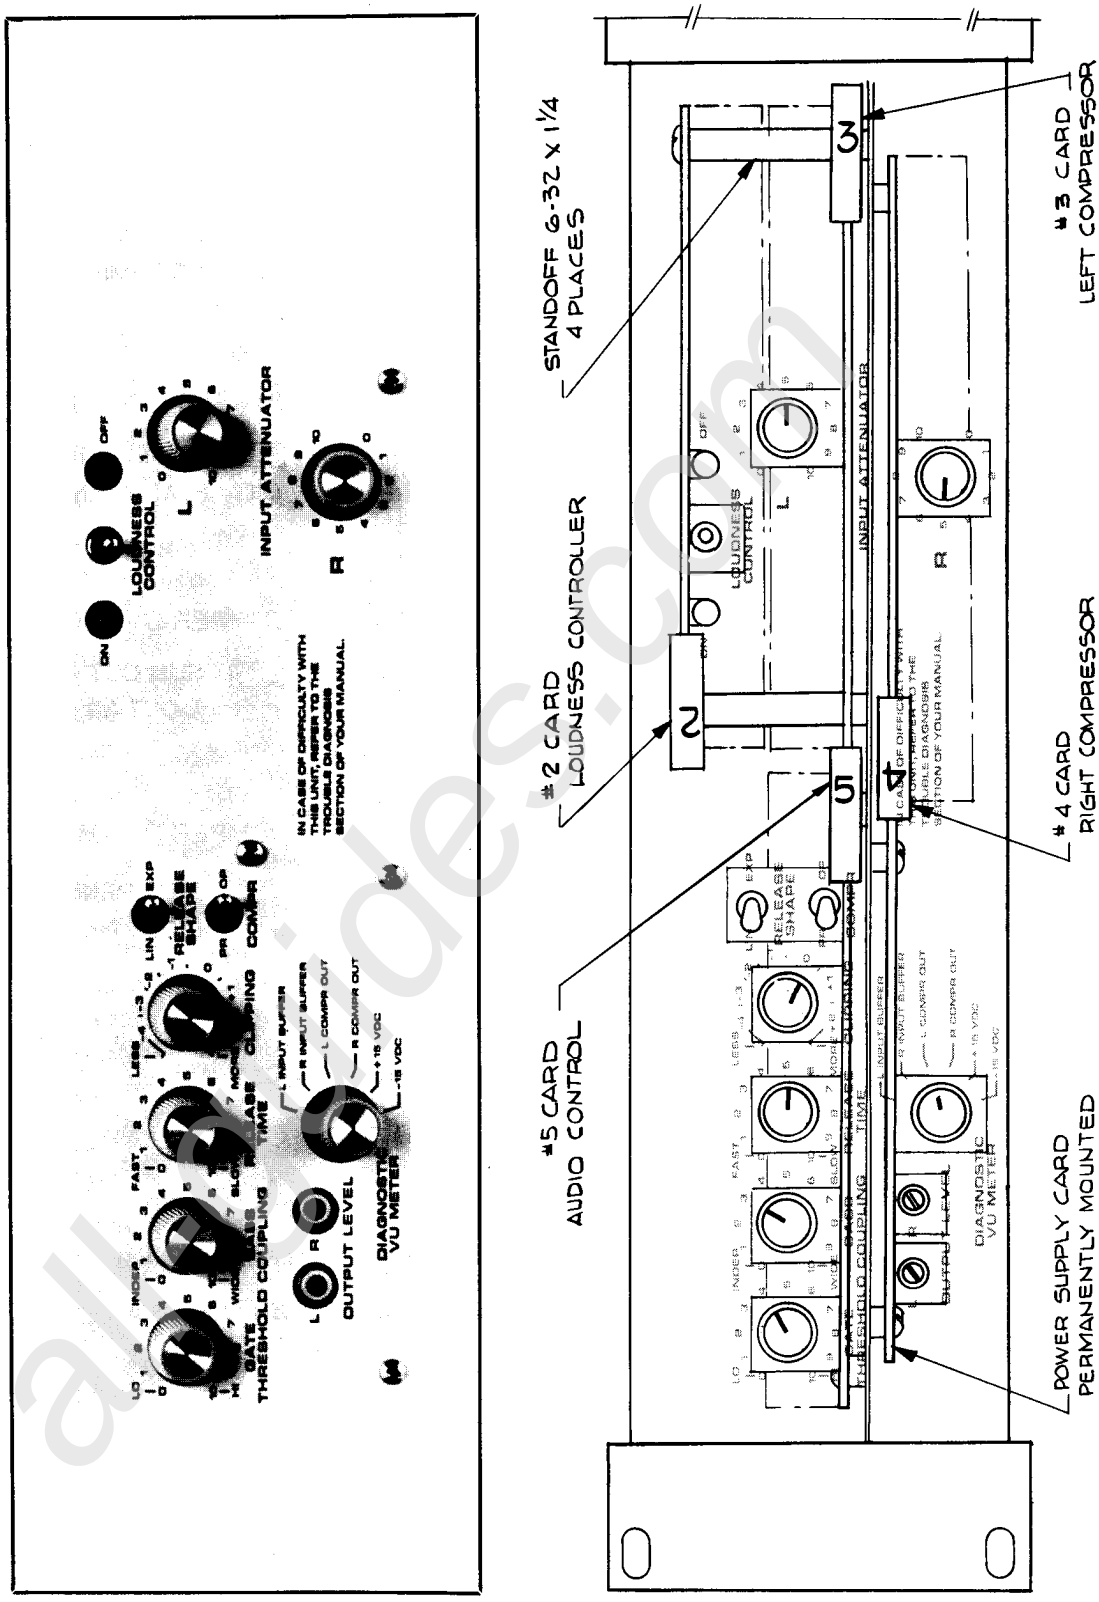

Figure 2: Card Positions, 8182A/ST Studio Chassis
c) Remove the top and bottom covers of the Studio Chassis, and install circuit cards as shown in Figure 2.